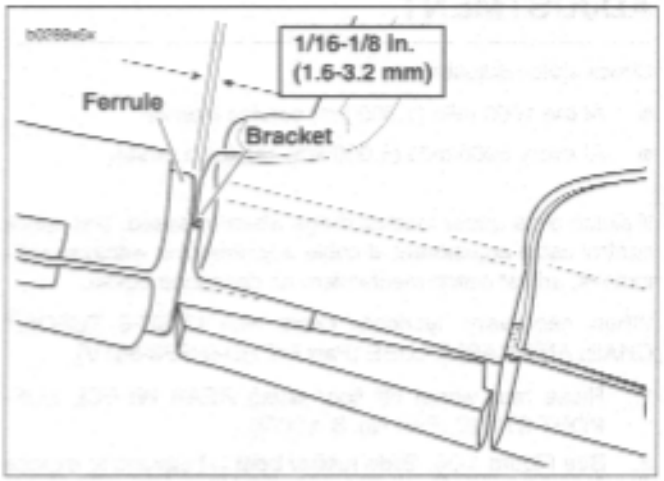

Figure 1-22. Adjusting Clutch Free Play
a. See Figure 1-22. Pull ferrule (end of cable housing) away from bracket. Gap between ferrule and bracket should be 1/16-1/8 in. (1.6-3.2 mm).